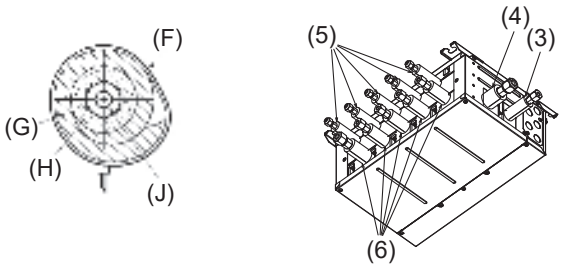
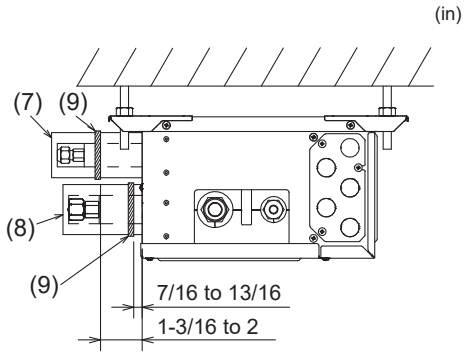

Fig. 7-3
Fig. 7-4
- Insulate the liquid and gas pipes of the Branch box by attaching the heat-resistant polyethylene foam tightly around them. (Fig. 7-3) Otherwise, a burn during pipe connection work or water leakage due to condensation on pipes may result. If connected to wrong end connection numbers, it doesn't work normally.
5) Press the pipe covers (3) and (5) on the liquid piping against the unit and wrap to hold in place. (Fig. 7-3)
6) Press the pipe covers (4) and (6) on the gas piping against the unit and wrap to hold in place. (Fig. 7-3)
7) Apply the supplied bands (9) at a position 7/16-13/16 in (10 - 20 mm) from each end of the pipe covers ((3)(4)(5)(6)).
8) If the indoor unit is not connected, fit the supplied pipe covers (with caps, (7) and (8)) to the Branch box refrigerant piping connections against the unit to prevent condensation dripping from the pipes. (Fig. 7-4)
9) Clamp the pipe covers ((7)(8)) in place with the supplied bands (9).
7.2. Handling of ports that are not connected to outdoor unit (Fig. 7-4)